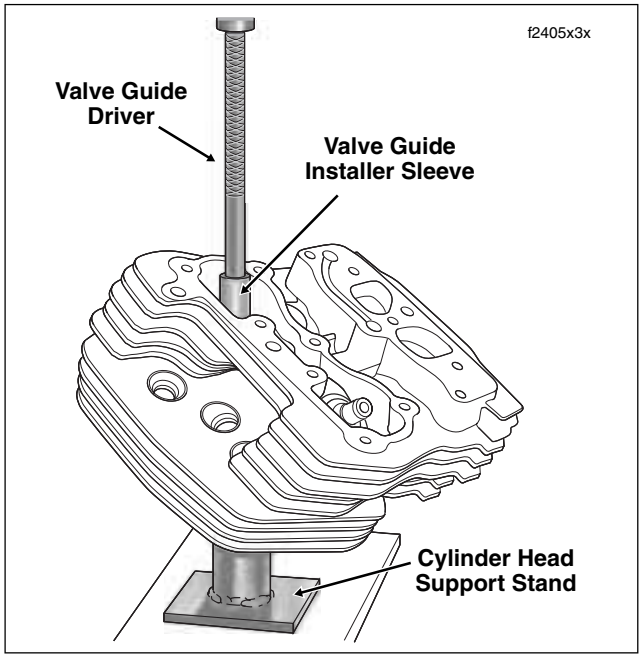

Figure 3-70. Install Valve Guide
e. Center valve guide driver under ram of arbor press and apply pressure only until valve guide is started in bore and then back off ram slightly to allow guide to center itself. See Figure 3-70.